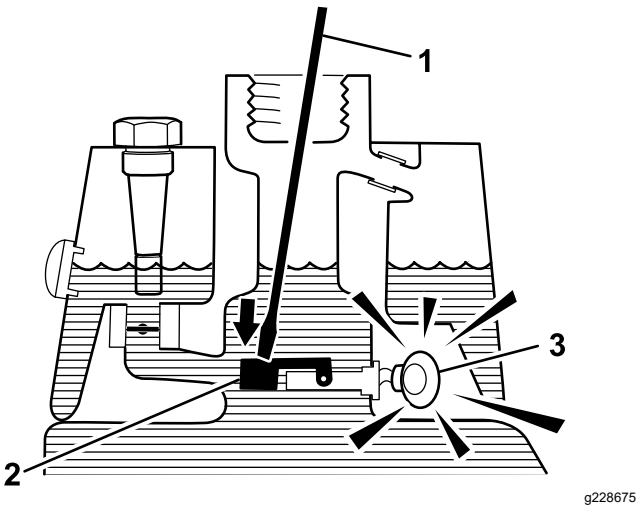

Figura 62
3. Introduzca una varilla o un destornillador limpio en el cuello del depósito y empuje hacia abajo, con cuidado, el flotador del sensor (Figura 62); debe sonar la alarma después de la demora de un segundo.